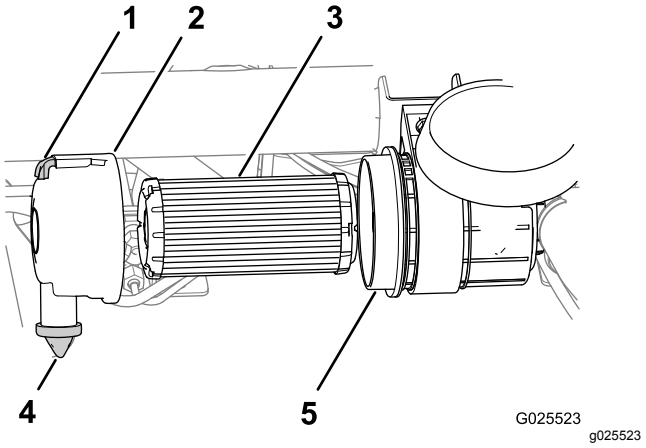

Figur 40
1. Træk låsen udad, og drej luftfilterdækslet mod uret (Figur 40).
3. Afmonter luftfilteret fra huset (Figur 40).
4. Tør luftfilterdækslets og -husets indvendige overflade af (Figur 40).
5. Fjern gummistøvventilen fra dækslet (Figur 40).
6. Rengør åbningen til udblæsning af snavs i luftfilterdækslet samt støvventilfordybningen, og udskift derefter støvventilen (Figur 40).
8. Isæt det nye luftfilter ved at trykke let på den udvendige kant af filteret og skubbe det på plads i luftfilterhuset (Figur 40).
9. Ret luftfilterdækslet ind efter støvventilen i positionen kl. seks set fra venstre ende af dækslet (Figur 40).
10. Fastgør låsen på luftfilterdækslet (Figur 40).